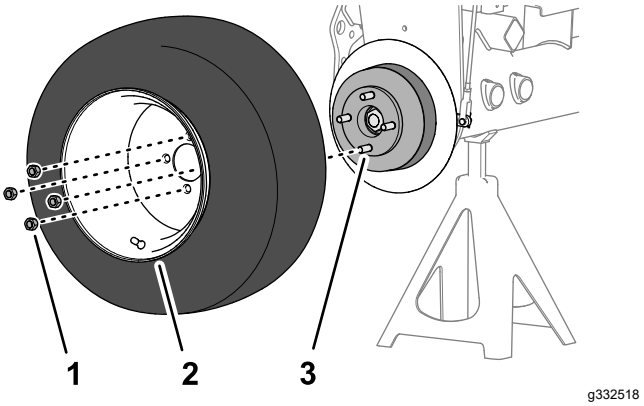

Rysunek 64
1. Odkręć 4 nakrętki kół mocujące koło przednie do piasty, a następnie zdejmij koło (Rysunek 64).